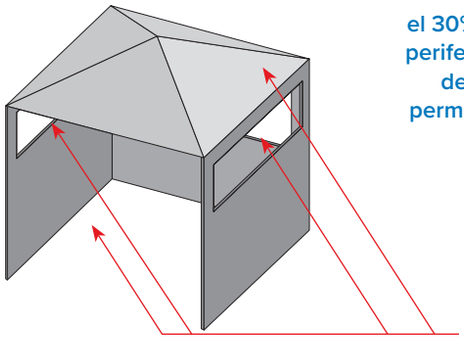
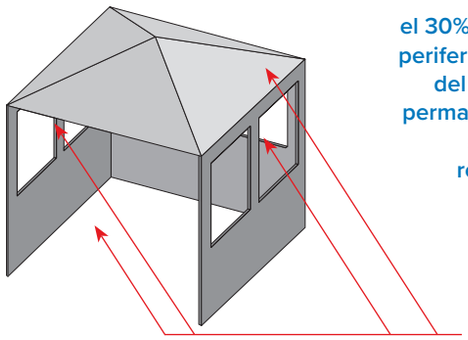

Fig. 4
Fig. 5
- Se considera que un aparato está al aire libre si está instalado en un recinto con tres paredes laterales y una cubierta superior, siempre que el 30% o más de la periferia horizontal del recinto esté permanentemente abierta. **(Fig. 4 y Fig. 5).**